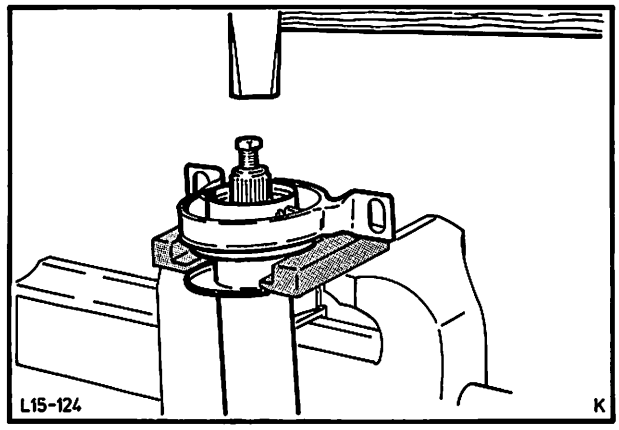

Abb. 191 Mittellager von Gelenkwelle abpressen
3. Vorderen Gelenkwellenteil mit Mittellager unter Verwendung einer entsprechenden Unterlage auf einen Schraubstock legen, Schraube eindrehen und mit einem Hammer Gelenkwelle aus dem Kugellager treiben, Abb. 191.